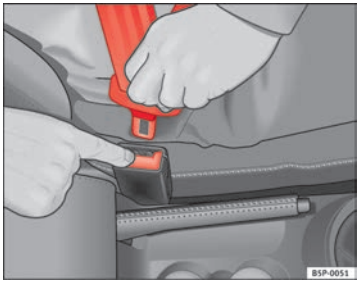

Fig. 16 Remove latch plate from buckle
– Press the red button on the belt buckle ⇒ Fig. 16. The latch plate is released and springs out ⇒ ⚠.